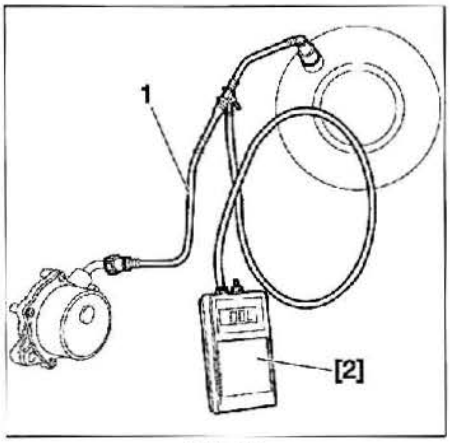

FIG. 19
• Localizar el tubo de depresión (1) entre la bomba de vacío y el amplificador de frenado. Insertar el útil [2] (controlador de presión ref. 1602.A, por ejemplo) **(fig. 19)**.